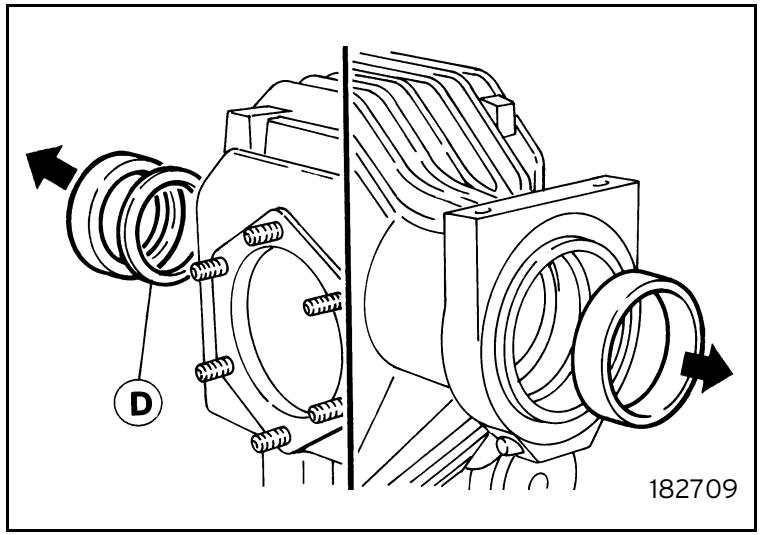

Fig. 9
- Use a punch to remove both roller bearing outer races and adjustment shims D (figure 9).